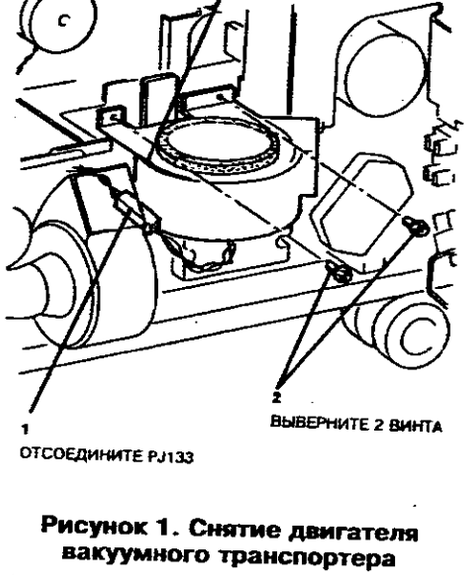

**Рисунок 1. Снятие двигателя вакуумного транспортера**
3. (Рисунок 1) Снимите двигатель вакуумного транспортера (MOT10-065).